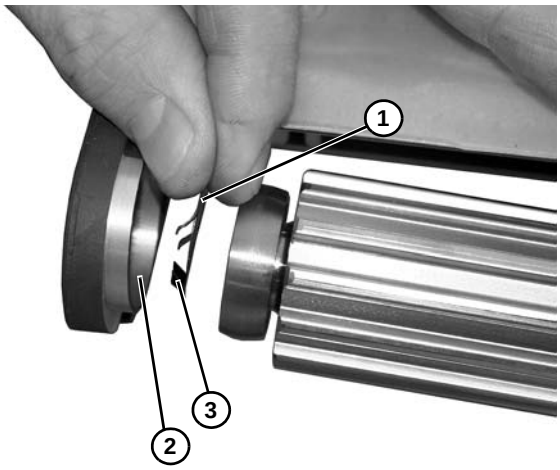

Figure 70
2. Placer une rondelle à ressort **(Figure 70, élément 1)** dans l'alésage de la plaque de tête **(Figure 70, élément 2)** à l'opposé du côté du moteur d'entraînement en dirigeant les ergots **(Figure 70, élément 3)** vers l'alésage.